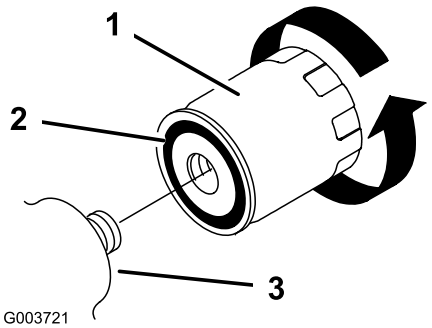

Figure 35
7. Apply a thin coat hydraulic fluid to the rubber gasket on the replacement filter (Figure 35).
8. Install the replacement hydraulic filter onto the filter adapter. Tighten it clockwise until the rubber gasket contacts the filter adapter, then tighten the filter an additional 1/2 turn (Figure 35).